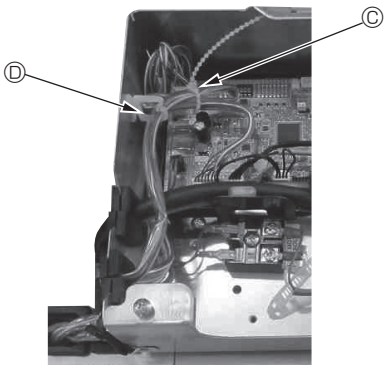

Fig. 10-14
- **Coloque las partes sobrantes de los cables de enlace del sensor i-See y del receptor de señales en la caja de componentes eléctricos en el clip para cables de la forma mostrada en el diagrama, y sujete los cables con el remache. (Fig. 10-14)**